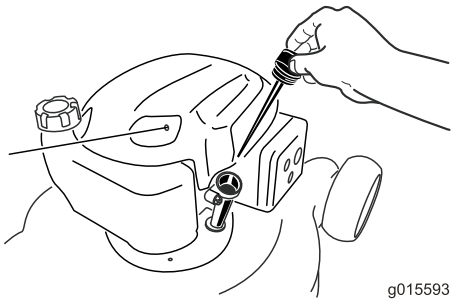

Figur 11
2. Fjern peilestaven (Figur 11), og hell olje i oljepåfyllingrøret til veivhuset er 3/4 fullt.